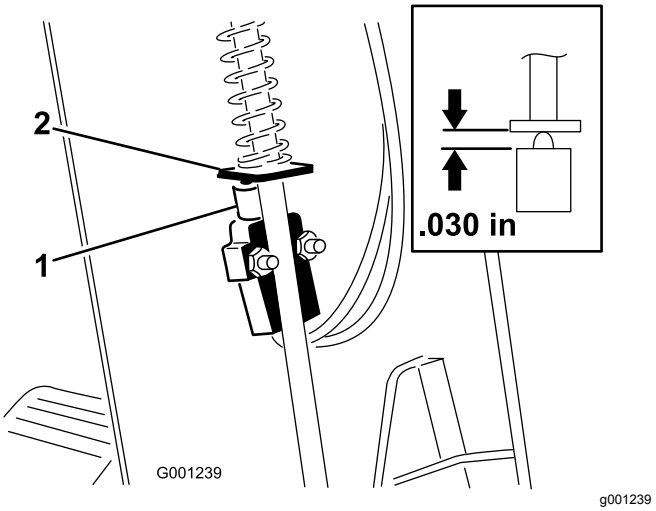

Figuur 74
3. Schuif de kap omhoog langs de stuurkolom zodat de schakelaar van de parkeerrem zichtbaar wordt (Figuur 74).
5. Houd de peddel van de parkeerremstang recht voor de plunjer van de schakelaar Figuur 74).
6. Duw de parkeerremstang omlaag en zet de schakelaar omhoog totdat de lengte van de samengedrukte plunjer van de schakelaar 0,7 mm is; zie Figuur 74.